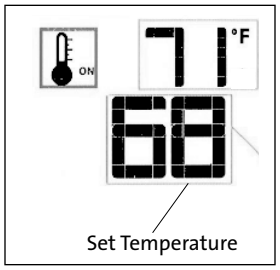

Fig. 15.11. Thermostat ON.
- To activate this function, press the Thermostat Key. The display will indicate that the room thermostat is "ON" and the current Set Temperature is now displayed. Fig. 15.11.